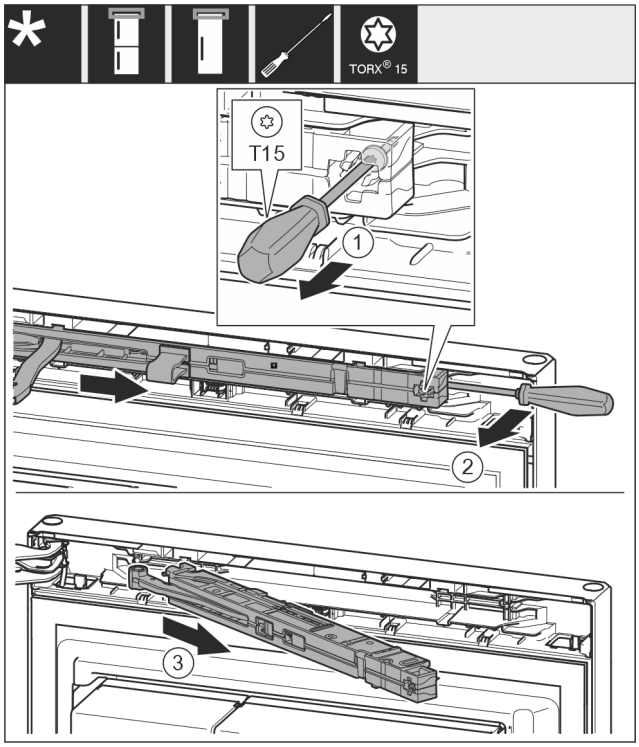

Fig. 15
▶ Desfaceți șurubul *Fig. 15 (1)* aprox. 14 mm de la unitatea amortizorului de închidere cu șurubelnița.
▶ Desprindeți cu o pârghie unitatea amortizorului de închidere *Fig. 15 (2)* de pe partea mânerului cu șurubelnița spre înainte.
▶ Extrageți unitatea amortizorului de închidere *Fig. 15 (3)*.